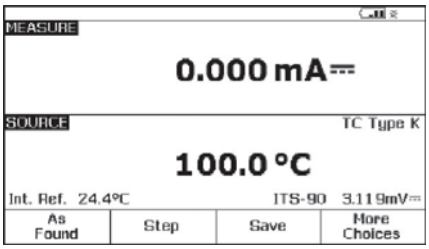

图 4.
5. 接着按一次“MEAS/ SOURCE”(测量/输出)按钮，将处于分屏模式(图 4)。